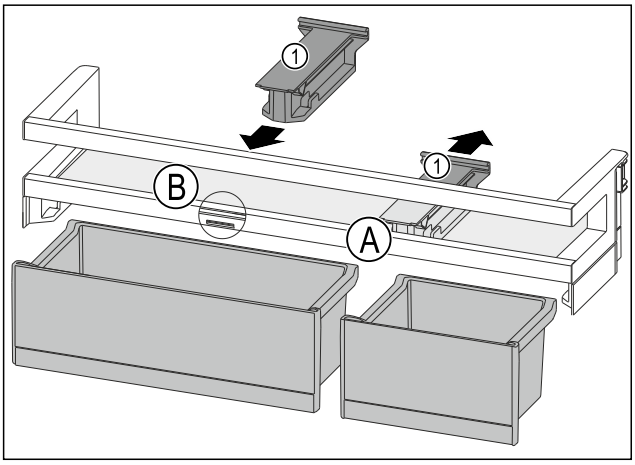

Fig. 127
▶ Take off the holding part *Fig. 127 (1)* in position *Fig. 127 (A)* backwards.
▶ Insert the holding part *Fig. 127 (1)* in position *Fig. 127 (B)*.